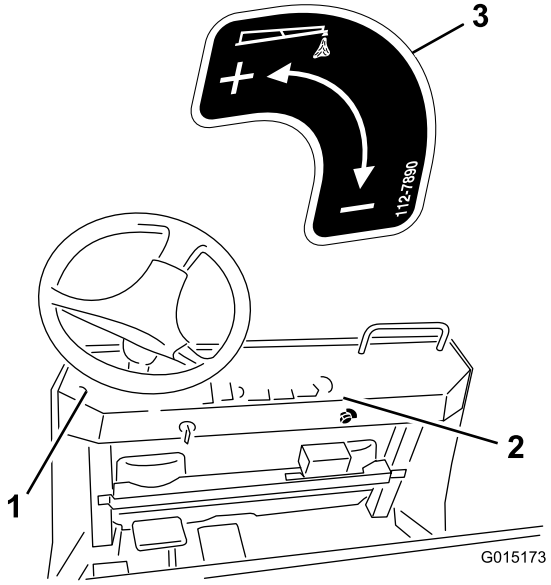

Figur 21
10. Monter mærkaten som vist i Figur 21.